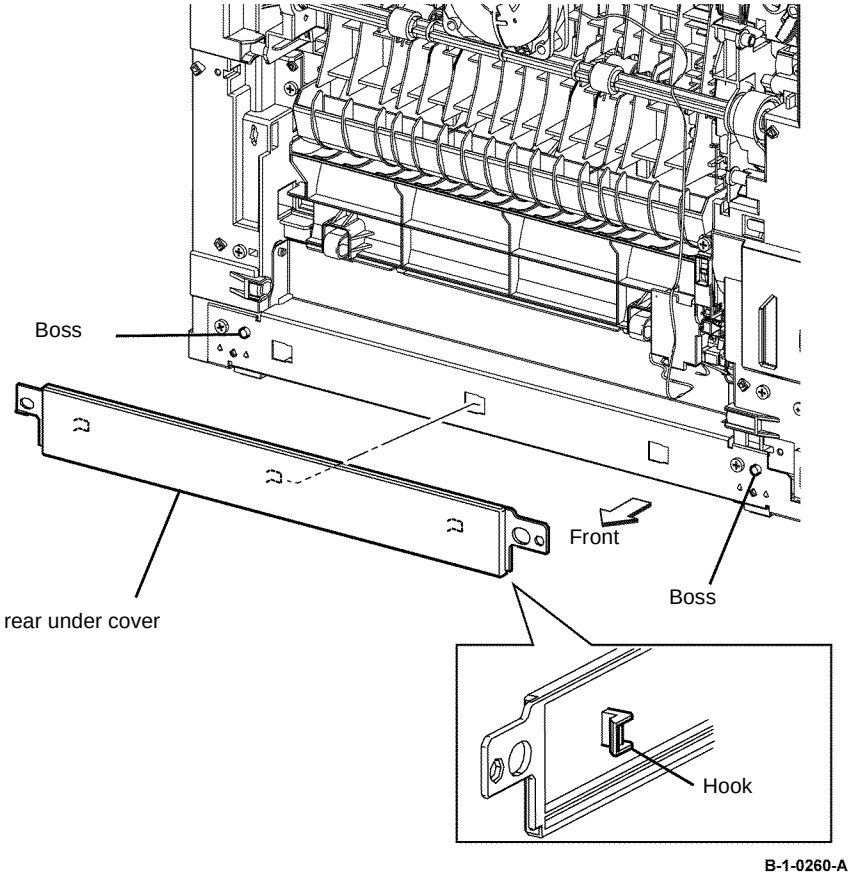

Figure 1 Rear under cover removal
12. Release two holes on the rear under cover from the bosses on the printer, Figure 1.
13. Remove the rear under cover by sliding it to the left to disengage three hooks, Figure 1.